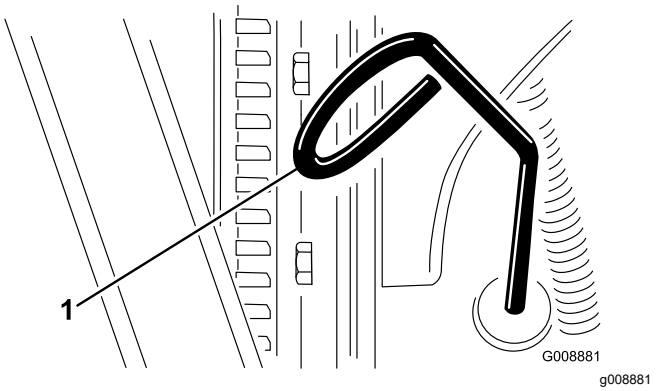

**Figur 68**
3. Ta ut oljestickan (Figur 68) och torka av den med en ren trasa.